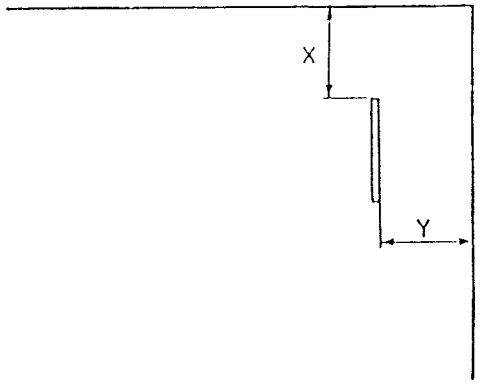

Рис. 5. Определите направление регулировки.
1. Определите, по какому направлению надо проводить регулировку (Рис. 5).